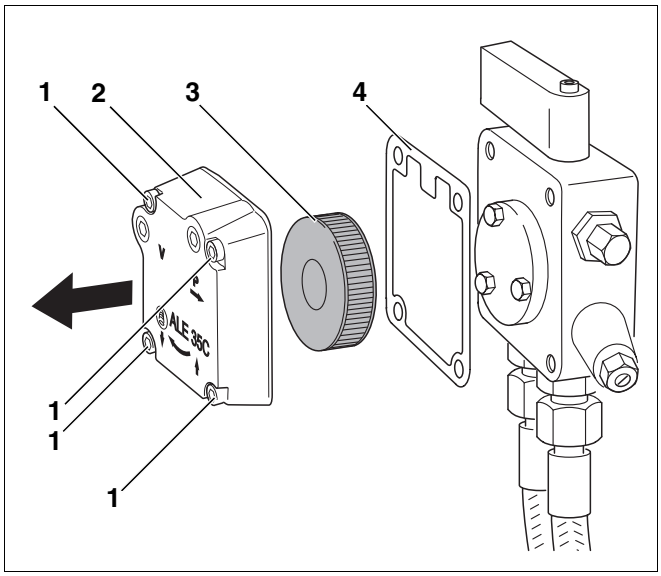

Afb. 27 Oliepompfilter controleren – oliepomp Suntec
- Draai de vier inbusbouten (afb. 27, **pos. 1**) los.
- Neem het deksel van de behuizing (afb. 27, **pos. 2**) weg.
- Neem de filter van de oliepomp (afb. 27, **pos. 3**) eruit.
- Controleer of de afdichting (afb. 27, **pos. 4**) niet beschadigd is en vervang ze eventueel.
- Reinig de filter van de oliepomp (afb. 27, **pos. 3**) met wasbenzine, vervang hem eventueel en bouw hem weer in de oliepomp in.